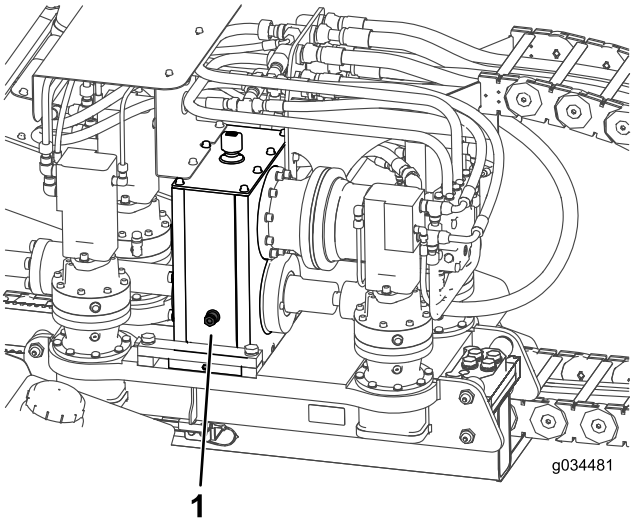

Rysunek 103
2. Sprawdź poziom oleju na wzierniku przy każdej przekładni planetarnej silnika napędu pchającego (Rysunek 103).
3. Wykręć korek z odpowietrznikiem i dolewaj oleju do przekładni planetarnej, aż jego poziom widoczny we wzierniku sięgnie co najmniej połowy wysokości (Rysunek 103).
2. Sprawdź poziom oleju na wzierniku skrzyni biegów napędu (Rysunek 103).
3. Wykręć korek z odpowietrznikiem i dolewaj oleju do skrzyni biegów, aż jego poziom widoczny we wzierniku sięgnie co najmniej połowy wysokości (Rysunek 103).
8. Napełniaj skrzynię biegów, aż poziom oleju we wzierniku przekroczy połowę wysokości (Rysunek 103).